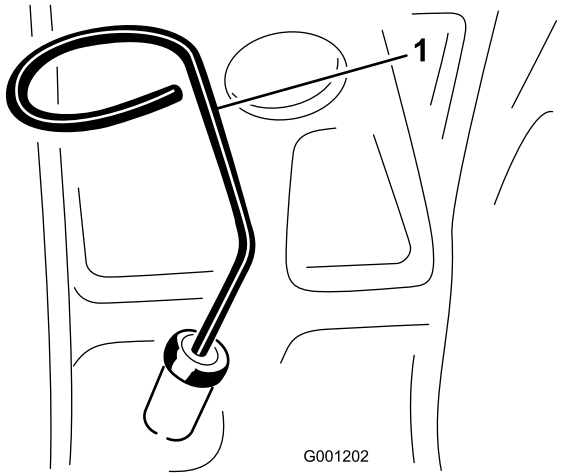

Figuur 22
2. Verwijder de peilstok uit de vulbuis (Figuur 22) en veeg deze schoon. Steek de peilstok daarna weer in de buis. Haal de peilstok eruit en controleer het oliepeil. Het oliepeil moet tot aan de VOL-markering op de peilstok staan.